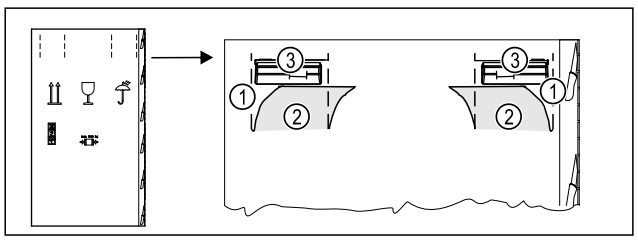

Fig. 5
- ▶ Druk het verpakkingskarton aan de bovenkant van de perforatie *Fig. 5 (1)* in.
- ▶ Trek de ingedrukte lipjes *Fig. 5 (2)* naar buiten.
- ▷ De draagbeugel *Fig. 5 (3)* is rechts en links zichtbaar.
- ▶ Houd het apparaat vast aan de draaggrepen *Fig. 5 (3)*.